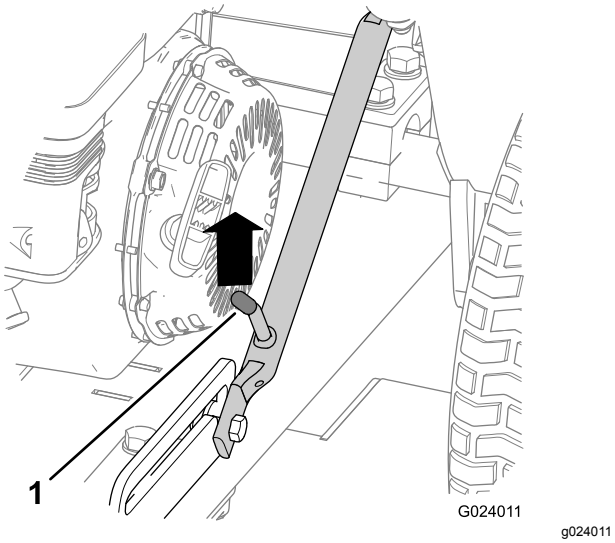
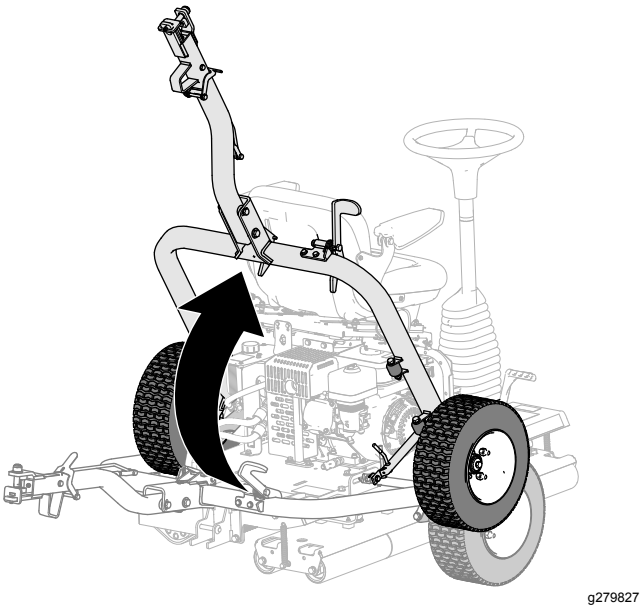

**Figuur 17**
**Figuur 22**
1. Duw de trekhaak omhoog tot de vergrendelingshendel loskomt van de pal (Figuur 17).
5. Breng de trekhaak omhoog (Figuur 22) totdat de vergrendelingshendel in de pal klikt (Figuur 17).